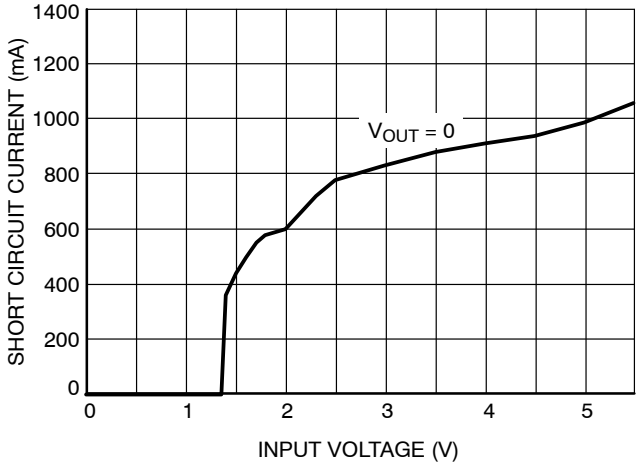

Figure 13. Output Short−circuit Current vs. Input Voltage
8. Output current capability depends upon the value of both V_{IN} and V_{OUT}. For $V_{OUT} \leq$ 0.8 V, output current capability is 90% of ISC (see Figure 13). For V_{OUT} > 0.8 V, current capability is 1 A for $V_{IN} \geq$ 1.8 V.